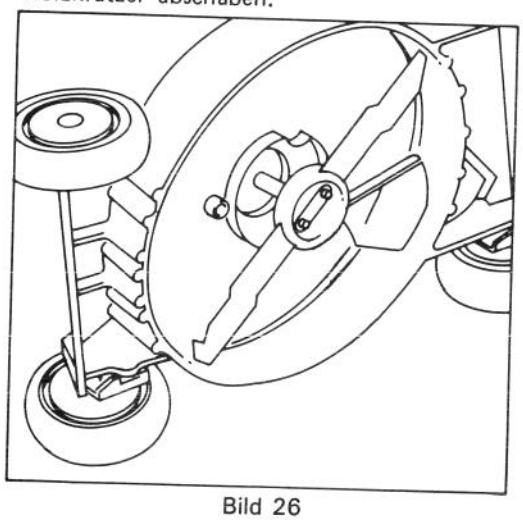

Bild 26
2. Mäher auf die rechte Seite kippen (Bild 26). Drehen des Mähmessers vermeiden, da sich sonst Startprobleme ergeben könnten.